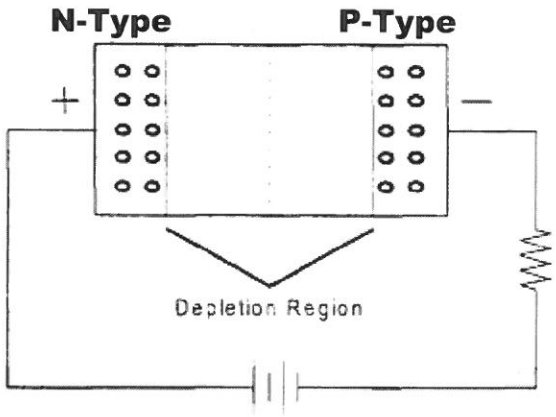

Figure 3-8
- Reverse bias is when an external DC potential is connected across a PN junction to aid the depletion region. Figure 3-8 is a diagram of a reverse biased junction.